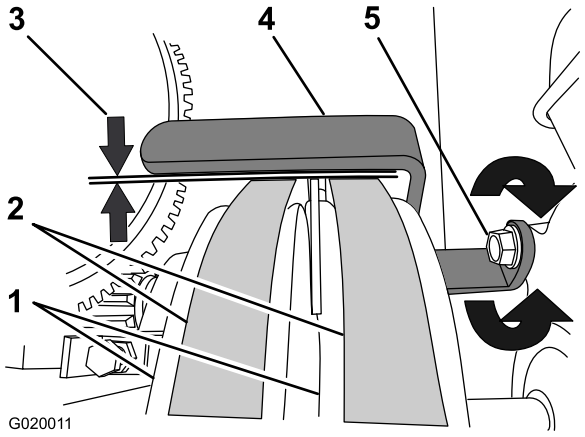

Figure 73
3. Check that the air gap between the belt guide and the belts is 2.5 to 4.0 mm (3/32 to 5/32 inch); refer to Figure 73.
A. Loosen the bolt that secures the belt guide to the engine (Figure 73).
B. Rotate the belt guide up or down until there is an air gap of 2.5 to 4.0 mm (3/32 to 5/32 inch) between the guide and each belt (Figure 73).
C. Tighten the bolt that secures the belt guide to the engine (Figure 73).